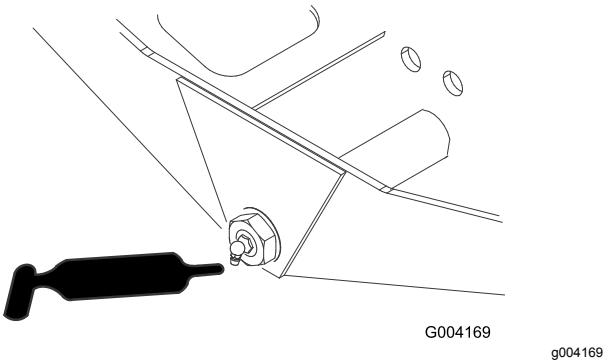

Figuur 77
- Draaipunt van asbesturing (1) (Figuur 77)